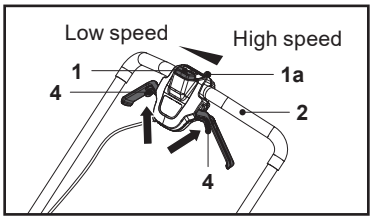

Fig. 17
2. Pull the self-propelling levers (4) towards the grip handle (2) and hold them in position to engage the rear wheels (11) (Fig. 17).
4. Release the self-propelling levers (4) to disengage the rear wheels (11).